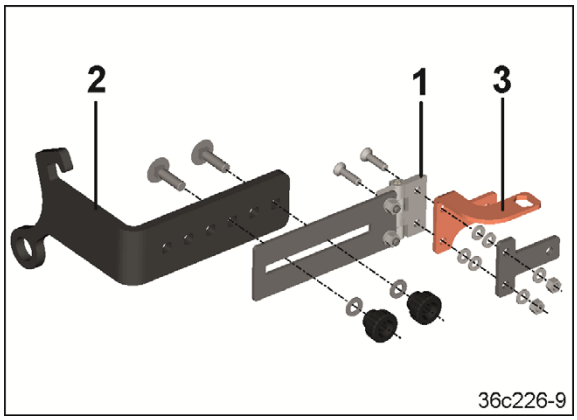

Fig. 95
3. Mittelteil (Fig. 95/1) mit Oberlenkerhalter (Fig. 95/2) und Ausleger (Fig. 95/3) verschrauben.